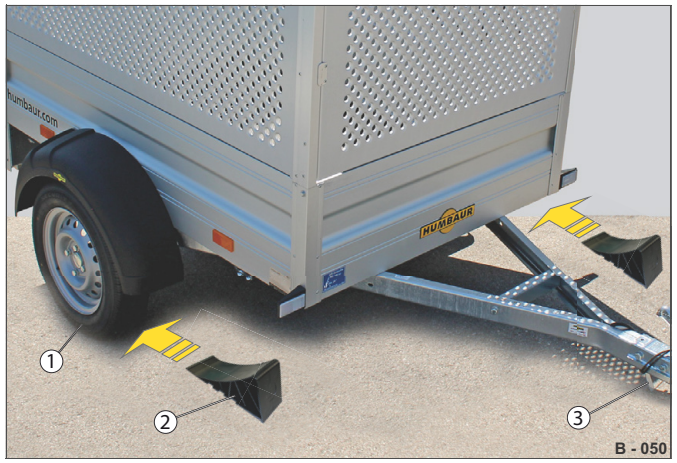

Abb. 95 Přívěs odstavený
▶ Zajistěte přívěs proti odvalení pomocí zakládacích klínů (Abb. 95/2) - viz strana 61.